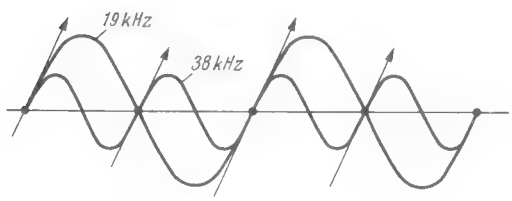

Bild 11. Bedingung für die Phasenlage von Pilotton und Hilfsträgerfrequenz zueinander
4.3 Der *Hilfsträger* soll die zweite Harmonische des Pilottons sein. Ferner soll seine Spannungskurve die Zeitachse immer dann mit positiver Neigung kreuzen, wenn die Spannung des Pilottons durch Null geht *(Bild 11)*.